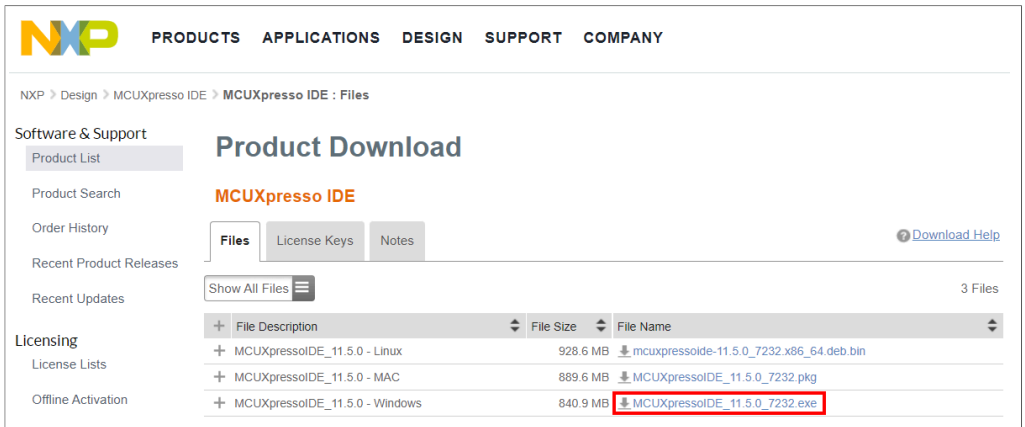

Figure 67. Download MCUXpresso
6. Select your MCUXpresso product version and click on the corresponding ***File Name*** to start the download as shown in Figure 67: